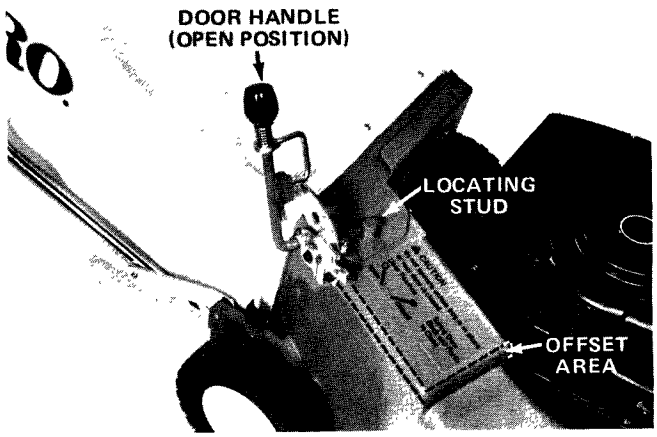

Figure 14
3. Slide guide hole in bag frame onto locating stud and set bag down on the lower handle (Fig. 14).
4. Move rear door handle fully to the rear until it locks in the notch (Fig. 14). Door is now open fully, and mower is ready to use.
Note: Rear door must be open fully and into the offset area (Fig. 14) in the housing to prevent grass clippings from lodging above the door.